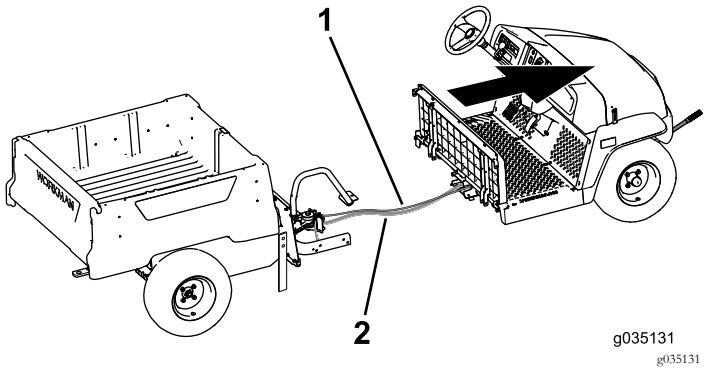

Figura 68
9. Con la ayuda de otra persona, mueva la sección delantera hacia adelante, separándola de la sección trasera (Figura 68).